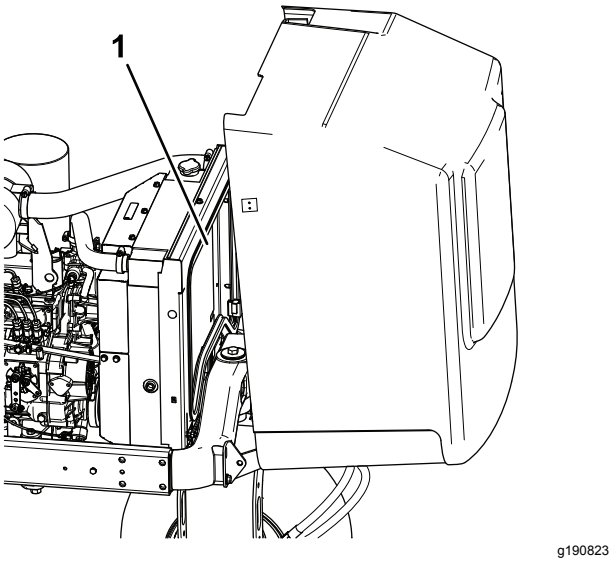

Figur 68
5. Rengjør begge sidene av radiatoren/oljekjøleren grundig med vann eller trykkluft (Figur 68).